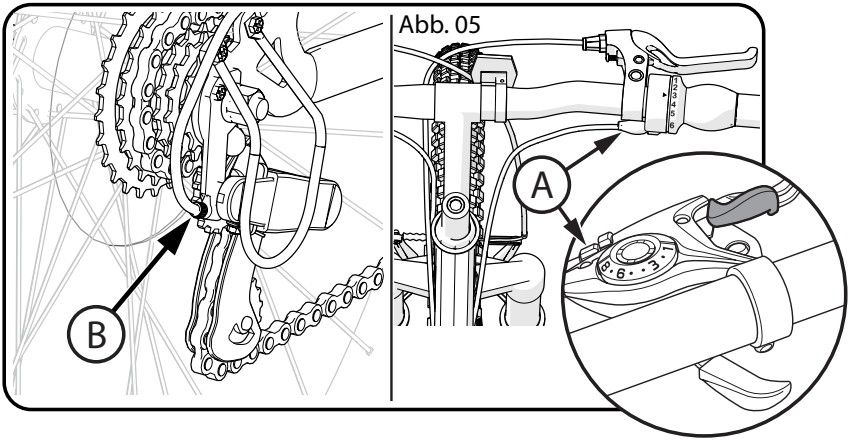

Abb. 05
- Drehen Sie die Zugeinstellschraube A und den hinteren Umwerfereinsteller B ganz nach INNEN (**Abb. 05**).